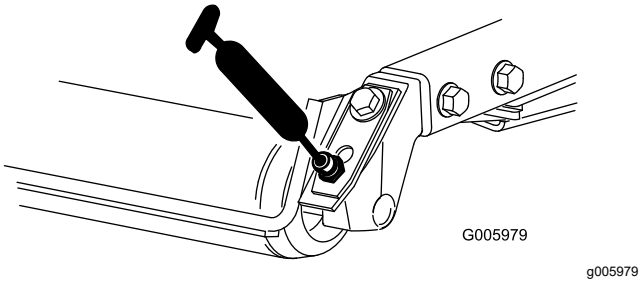

Figur 79
- Bagrullelejer (2 pr. klippeenhed) som vist i Figur 79